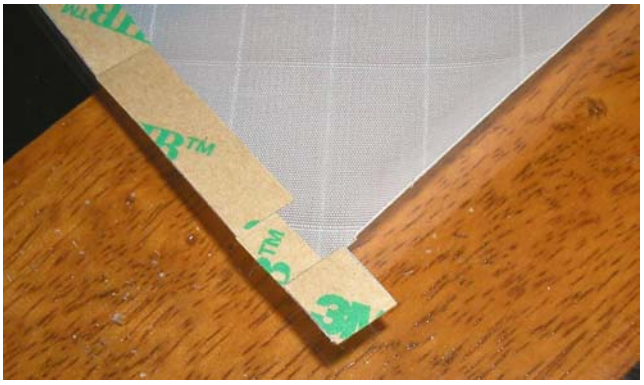

Figure 16: The finished wing tip, with any excess fabric on the tab cut off.
19. Back to the wing tips. Trim off any excess fabric that is below the wing tip tab. See Figure 16.